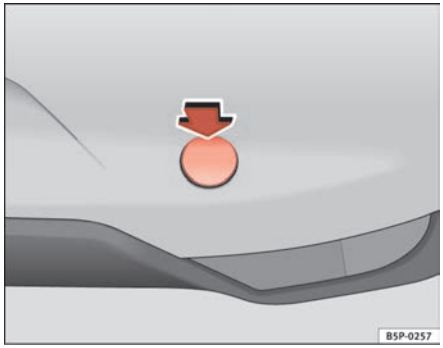

Fig. 207 Cover for towing eye at rear
– Release the cover pressing the upper part in the direction of the arrow ⇒ fig. 207.